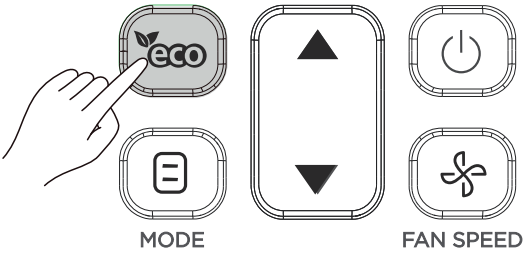

Rysunek 3.15
1) Naciśnij przycisk (patrz Rysunek 3.15) aby przesłać sygnał trybu ekonomicznego do jednostki wewnętrznej. Na wyświetlaczu pojawi się ikona: .